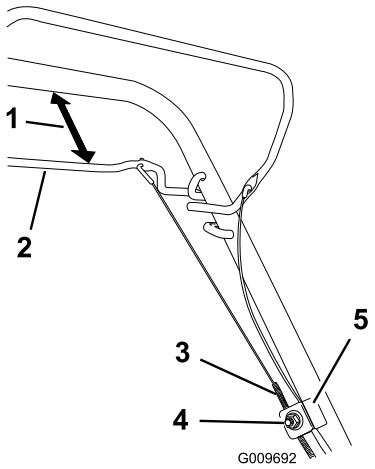

Figur 33
1. Lossa muttern som håller fast kabeln (Figur 33).
2. Håll självdrivningsstången 25–38 mm från handtaget (Figur 33).
3. Dra nedåt (mot maskinen) tills kabeln är sträckt (Figur 33).